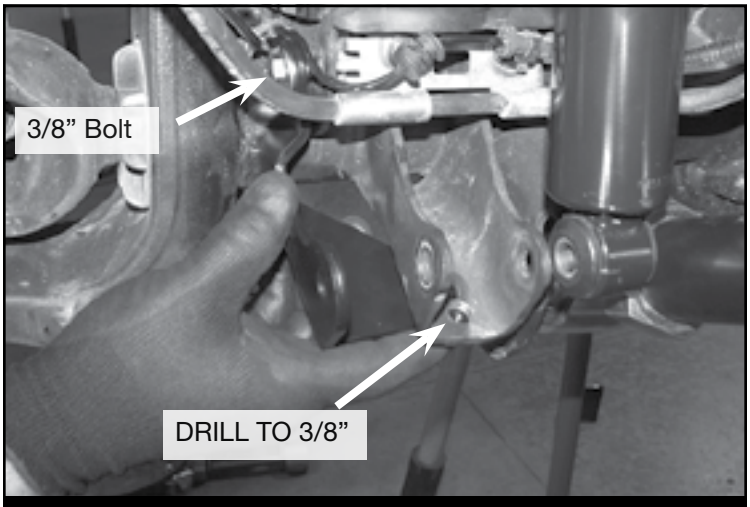

FIGURE 19 - STEP 17
17. Locate FT50619 (Lower driver shock bracket). Loosely install using the supplied 3/8” x 1-1/4” bolt, washer and FT83105 (Nuttab). Using the new bracket as a guide, mark the bottom hole on the lower shock bracket. Remove and drill to 3/8”. **SEE FIGURE 19**